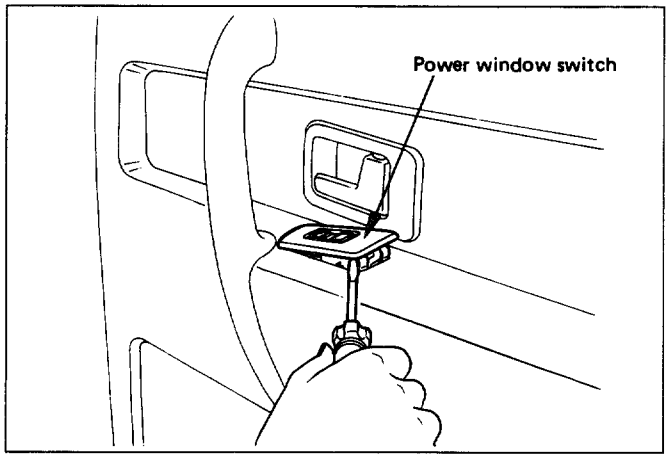

Fig. 10-43
- Pry the power window switch out and disconnect switch connector. (Fig. 10-43).